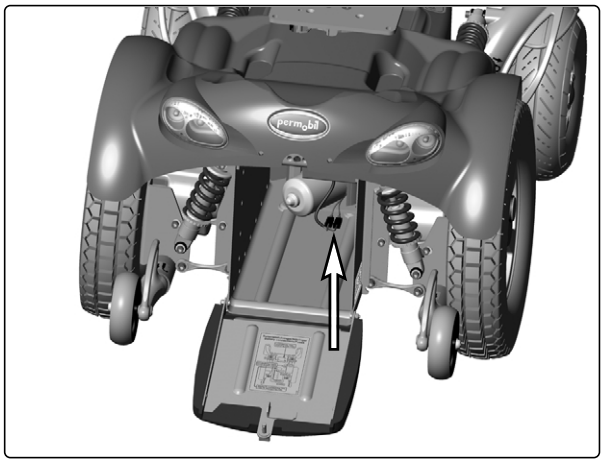

Abb. 50. Verkabelung der Sitzhöhenverstellung.
3. Trennen Sie die Verkabelung der Sitzhöhenverstellung an der Kabelanschlussseite ab; sie ist von hinten über das hintere Batteriegehäuse zugänglich; s. Abb. 50.